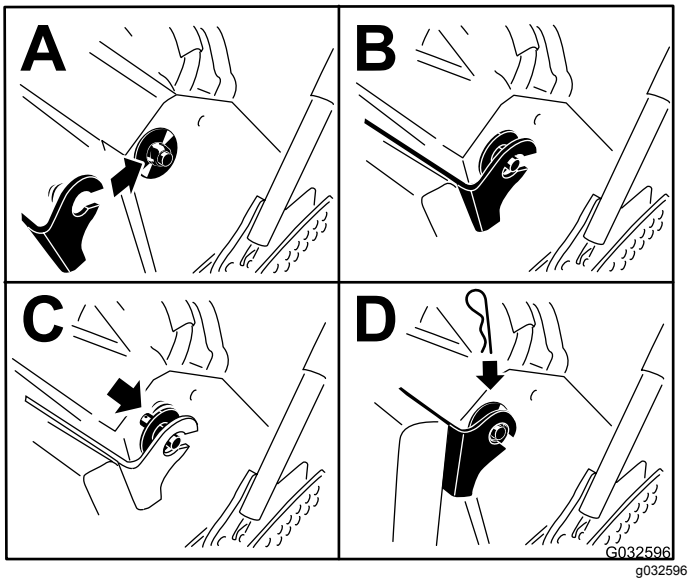

Figur 34
6. Hæv puden, og sæt den på tapperne på begge sider af maskinen (Figur 34).
7. Skub de store skiver med plastikbøsningerne ind i pudebeslaget, og fastgør dem med en låseclips (Figur 34).